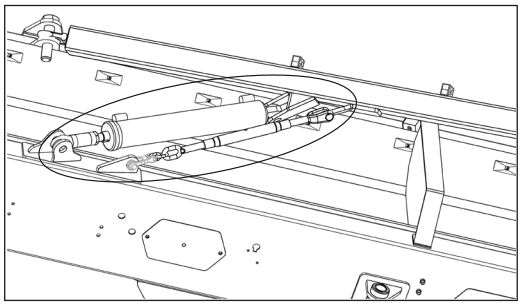

Figure 6.18 - Auxiliary Conveyor Support Chain
10. Fit the support chain to the auxiliary conveyor, Reference: Figure 6.18.